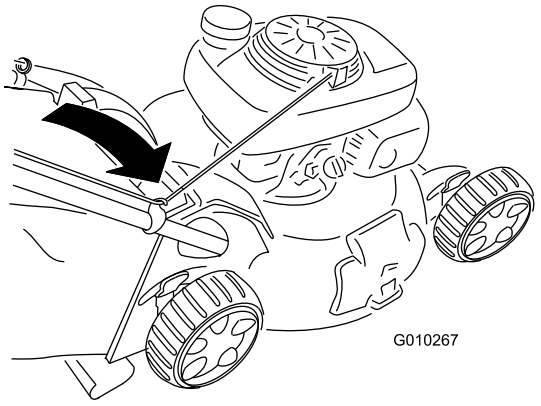

Figur 26
2. För in startsnöret längs den nedre styrningen (Figur 26).